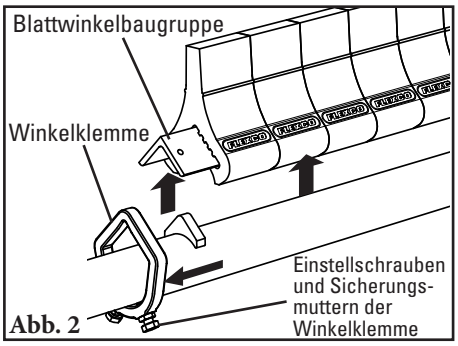

Abb. 2
2. **Den Blattwinkel von der Steckachse entfernen** Die Sicherungsmuttern und Einstellschrauben der Winkelklemme auf beiden Seiten des Abstreifers lösen (Abb. 2). Die Winkelklemmen auf beiden Seiten vom Winkel herunterschieben und die Blattwinkelbaugruppe von der Steckachse entfernen.